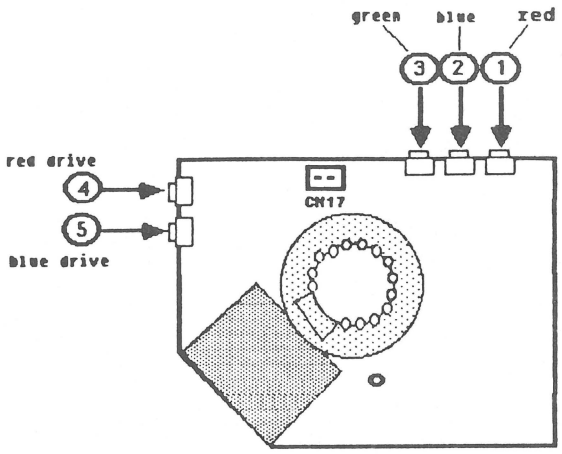

FIGURE 6
a) VR501 (Red Bias) -- Figure 6, #1
b) VR502 (Green Bias) -- Figure 6, #2
c) VR503 (Blue Bias) -- Figure 6, #3
d) VR504 (Red Drive) -- Figure 6, #4
e) VR505 (Blue Drive) -- Figure 6, #5